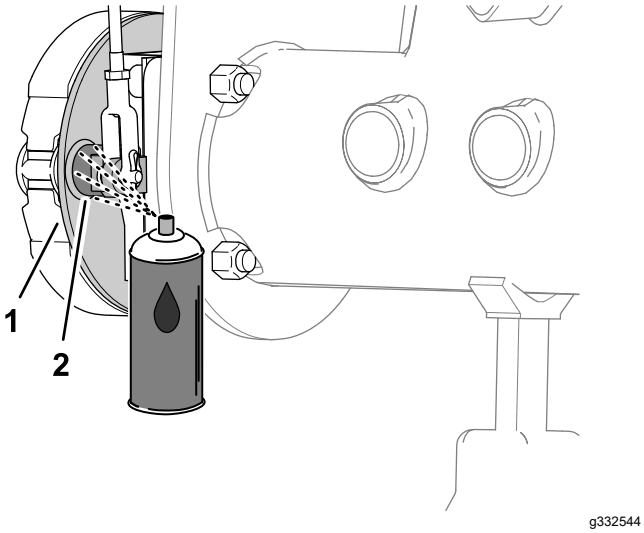
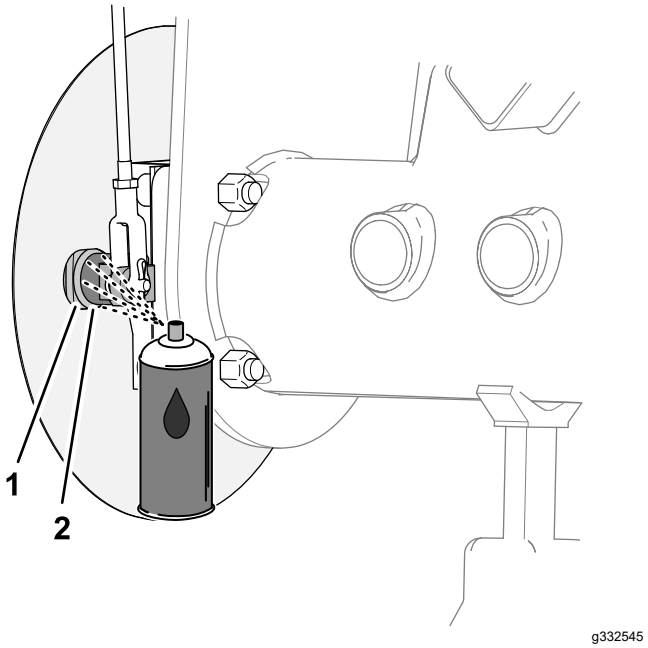

**Figur 67**
**Figur 68**
1. På innsiden av bremsestøtteplaten (maskiner uten det valgfrie gresskjoldet til hjulplate til felgen) eller hjulskjoldet (maskiner med det valgfrie gresskjoldet til hjulplate til felgen), spray penetrerende olje mellom kamakselen for bremsen og støtteplaten (Figur 67 eller Figur 68).